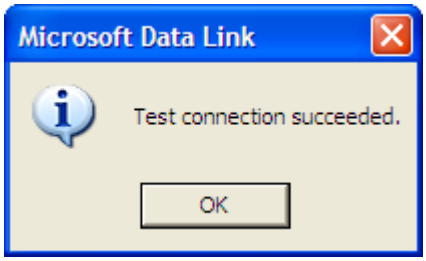

Figure 9.4-8. Test connection succeeded
e. The information box with the text “Test connection succeeded” will appear in case of successful connection (Figure 9.4-8).